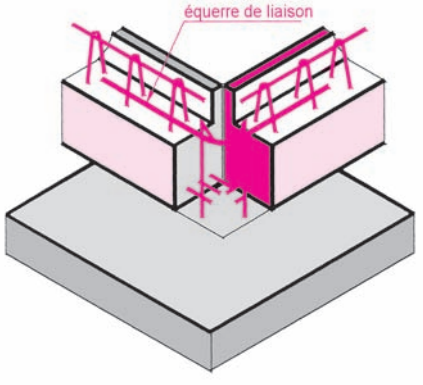

Fig. 31 : Jonction d'angle rentrant ou sortant
- Les chapeaux ou les équerres de liaison sur appuis de rive et intermédiaires sont indispensables pour assurer la continuité (fig. 31 à 34).